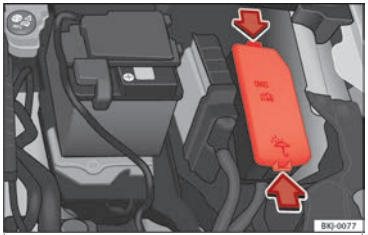

**Fig. 72** In the engine compartment: fuse box cover.
- Press the locking tabs to release the fuse box cover ››› **Fig. 72**